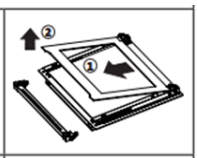

Figure 19
1. Press the plastic latches on the left and right side as shown in figure 17 and lift the profile by pulling it towards you as shown in figure 18. Glass is free after the profile is removed as shown in figure 19. Carefully pull the glass that has become free toward you. If necessary, the central glass can be removed in the same way. The outer glass is fixed to the oven door profile. You may easily clean the glasses after they have been separated. Once the cleaning and maintenance is complete, you may replace the glasses and the profile by performing the removal procedure in reverse. Make sure that the glass is inserted in the correct direction and that the profile fits properly.